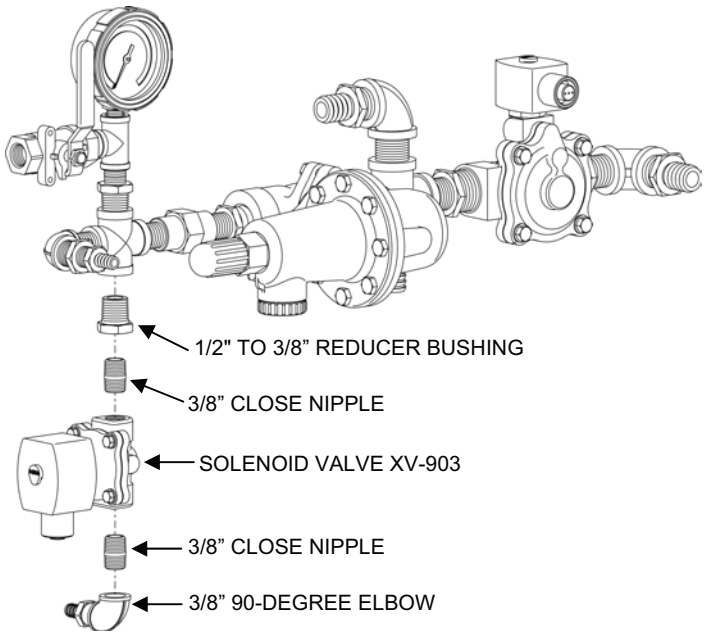

Figure 6. Solenoid Valve XV-903.
3. Remove Solenoid Valve XV-903 from the Air System Section 3 assembly as follows (see Figure 6):
c. Thread the close nipple on the input side of the valve into the reducer bushing but do not over-tighten. Refer to Figure 6 for correct positioning of the valve.
d. Thread the 3/8” elbow to the close nipple on the other end of the solenoid valve but do not over-tighten. Refer to Figure 6 for correct positioning of the elbow.